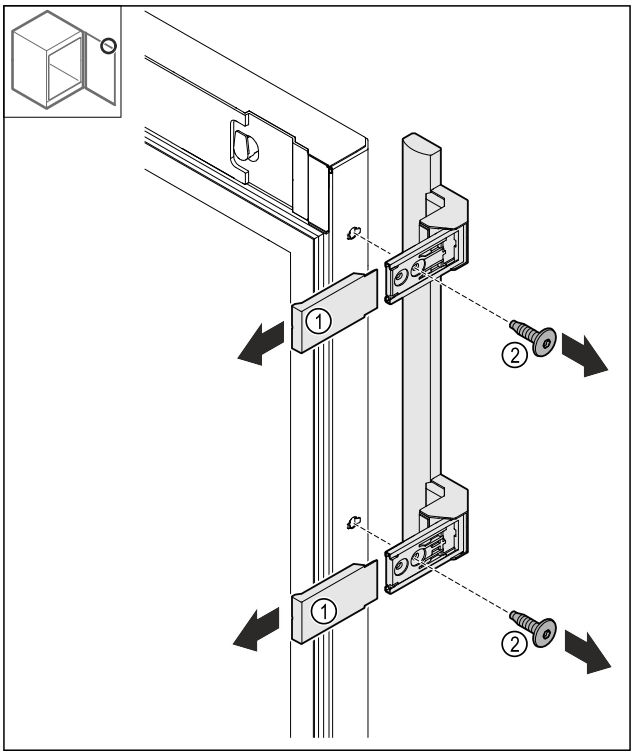

Fig. 19
▶ Desprindeți capacele *Fig. 19 (1)*.
▶ Desfaceți șuruburile *Fig. 19 (2)*.